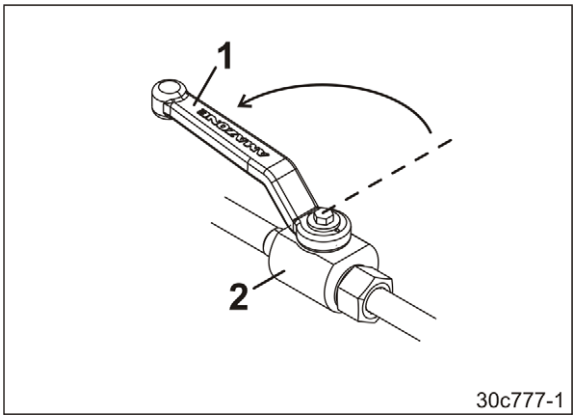

Fig. 18
4. Den Ventilgriff (Fig. 18/1) langsam in Pfeilrichtung drehen.
→ Das Ventil (Fig. 18/2) öffnet